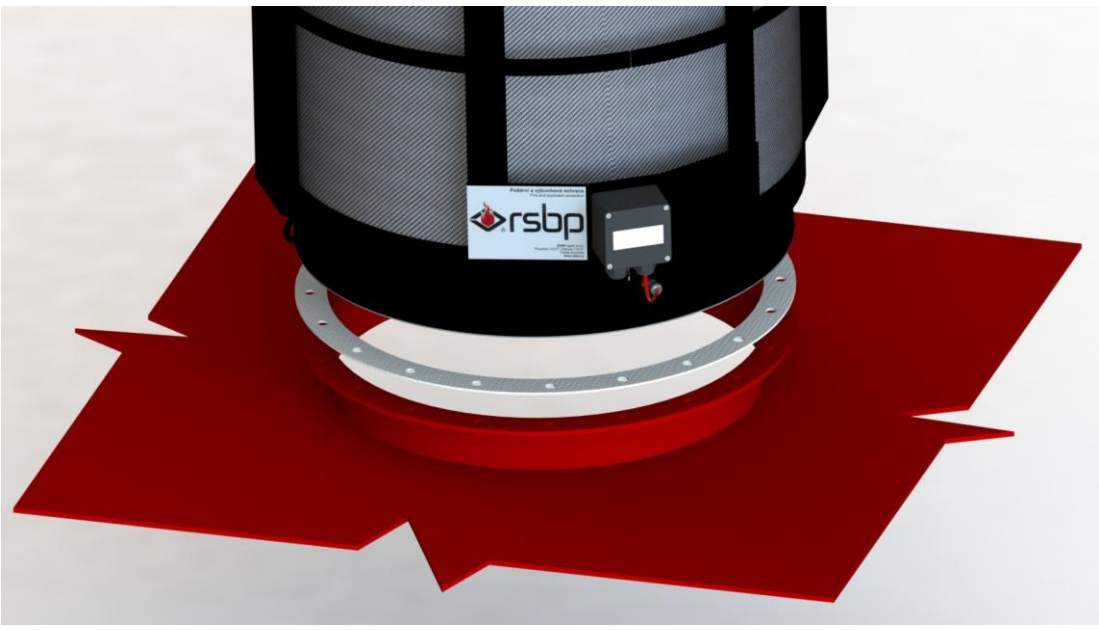

Рис. 9 – Уплотнение пламягасителя
4) Необходимо тщательно очистить обе уплотнительные поверхности фланцев, а также фланцевое уплотнение для обеспечения герметичности (рис. 9).